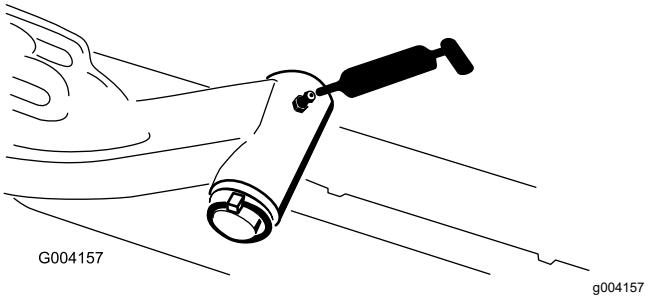

Рисунок 104
- Ось поворота подъемного рычага (по 1 шт.) (Рисунок 104)